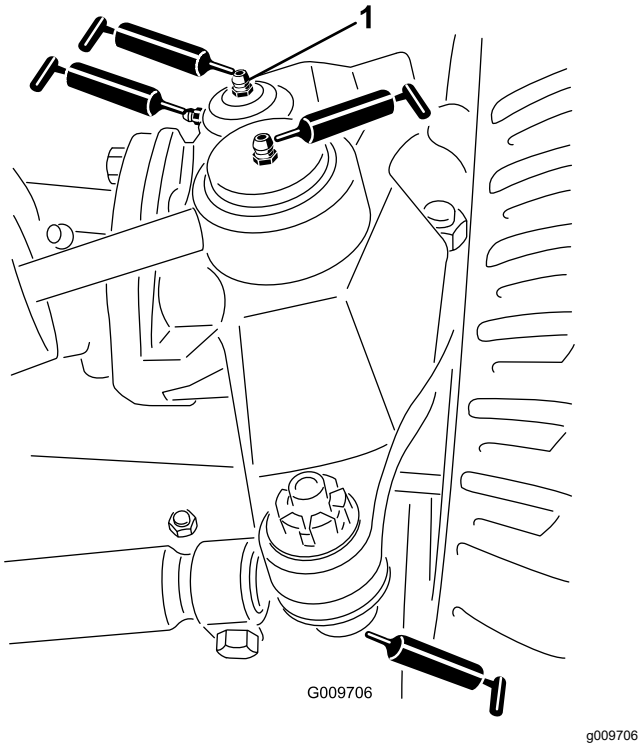

Figur 76
- Styresylinderens kuleledd (2) som vist i Figur 76
- Parallellstagets kuleledd (2) som vist i Figur 76
- Kingbolthylser (2) som vist i Figur 76